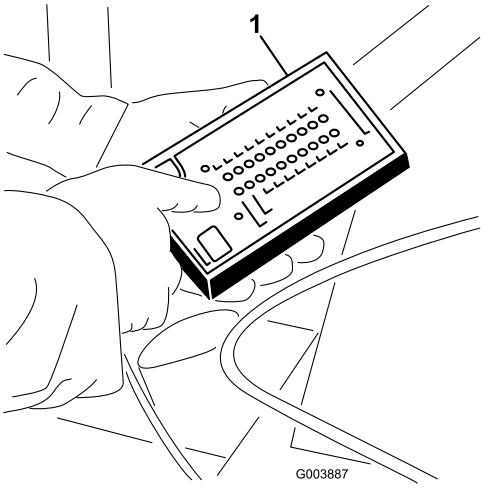

Figur 39
5. Koble diagnoseinstrumentet ACEs displaykonnektor til ledningsfastspenneren (Figur 39).